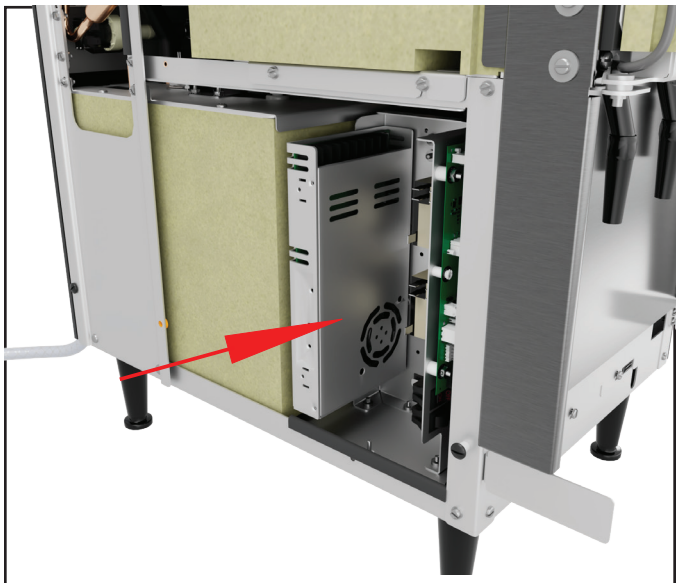

FIG. 32 POWER SUPPLY
2. Check for supply voltage (regulated +24VDC) across brown wire and white wire at the Power Supply. (FIG 32).